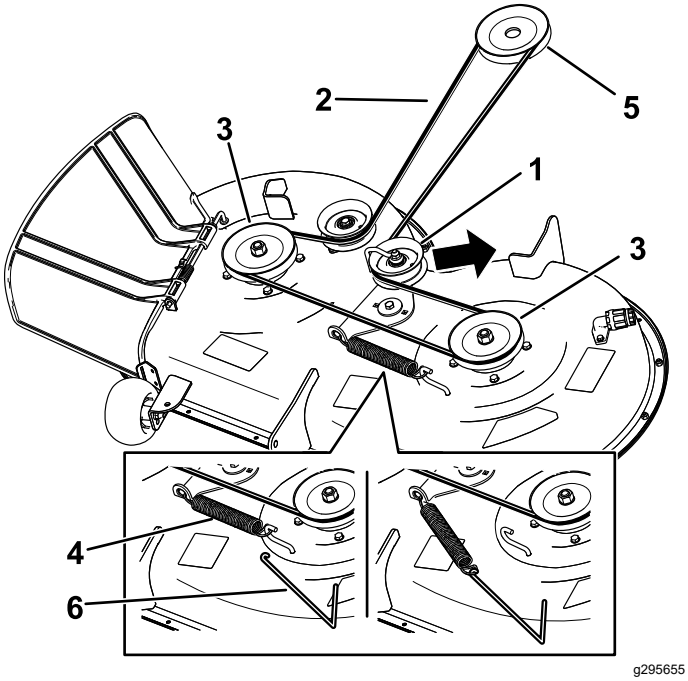

Figur 57
att spänningen på mellanremskivan minskas, och rulla av remmen från skivorna (Figur 57).
7. Dra den nya remmen runt motorremskivan och klipparremskivorna (Figur 57).
8. Använd ett fjäderborttagningsverktyg (Toro-artikelnr 92-5771) och montera mellanremskivans fjäder på däckkroken så att mellanremskivans och klipparremmens spänning ökar (Figur 57).